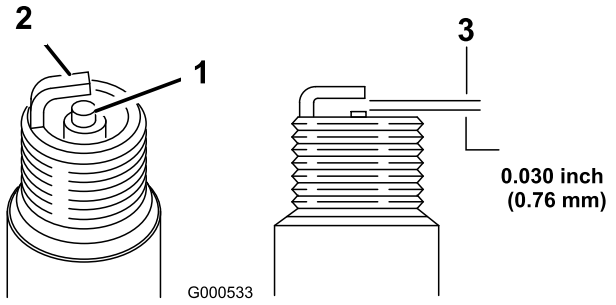

Figur 29
5. Ställ in gapet på stiftet till 0,76 mm (Figur 29).